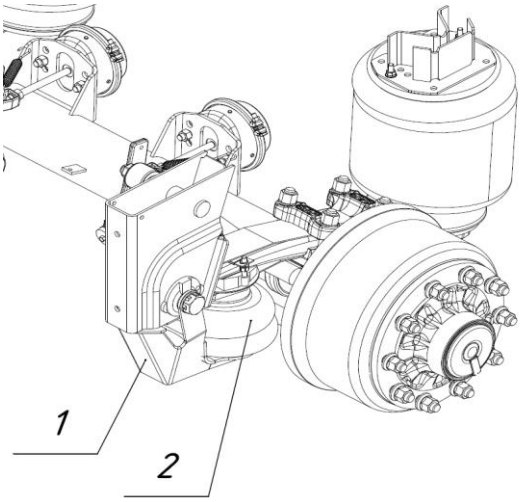

Рис. 2.8 - Механизм подъёма оси
Полуприцепы с пневматической подвеской оснащаются функцией подъёма первой оси (для типа 928010 - модификация 928010-07). Полуприцепы с пневматической подвеской оснащаются функцией подъёма либо первой и четвёртой оси, либо первой и второй оси (для типа 928111 модификация 928111-07) с помощью двустороннего механизма подъёма (см. рис. 2.8), состоящего из кронштейна (1), пневмоподушки (2) и крепёжных элементов.